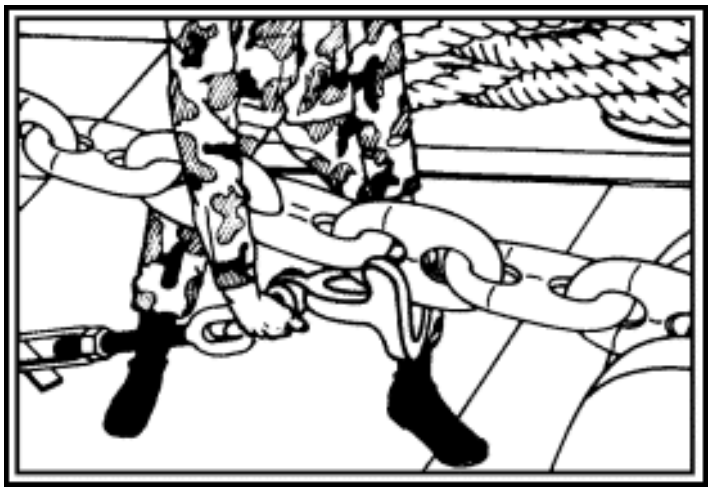

Figure 21-20. Securing Devil's Claw
- Replace the stopper. After the brake has been set up, then hook up the devil’s claw and secure the stopper (Figure 21-20). This will aid in holding the anchor and take some of the strain from the brake.